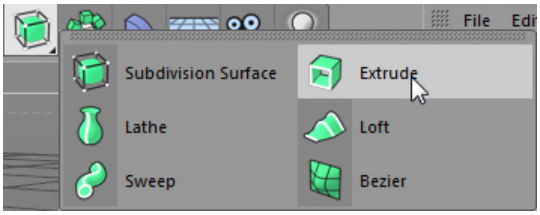

Figure 2-14 *Choosing* ***Extrude*** *from the flyout*
5. Press F1; the Perspective viewport is maximized. Press and hold the left mouse button on the **Subdivision Surface** tool in the Command Palette; a flyout is displayed. Next, choose **Extrude** from it, as shown in Figure 2-14; *Extrude.1* is added to the Object Manager. Next, drag *keyhole* on *Extrude.1* in the Object Manager; *keyhole* is connected to *Extrude.1*.